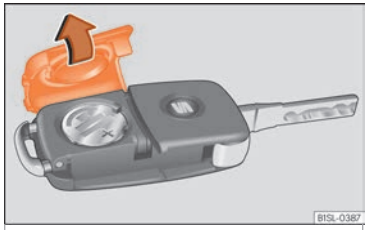

Fig. 100 Vehicle key: battery compartment cover.
- Remove the cover from the back of the vehicle key ››› Fig. 100 in the direction of the arrow ››› ❗.
- Fit the battery compartment cover, pressing in the direction of the arrow as shown ››› Fig. 100 until it clicks into place.